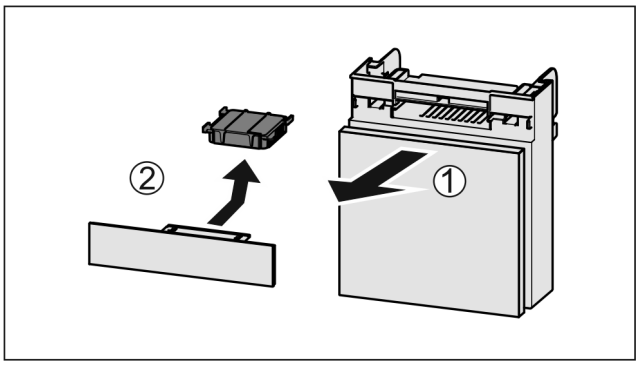

Fig. 171
▶ Pull out the compartment *Fig. 171 (1)*.
▶ Remove the carbon filter *Fig. 171 (2)*.